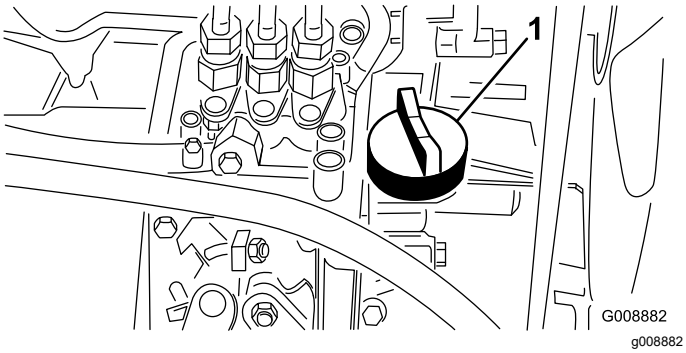

Figur 49
4. Hvis oliestanden er lav, skal du fjerne oliepåfyldningsdækslet (Figur 49) og gradvist fylde små mængder olie på og ofte kontrollere oliestanden, indtil den når FULL-mærket på målepinden.